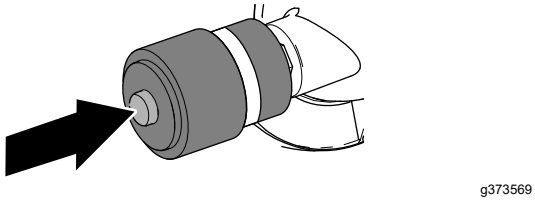

Figur 80
1. Om ett rött band visas i serviceindikatorn trycker du på återställningsknappen på indikatorns ände (Figur 80).